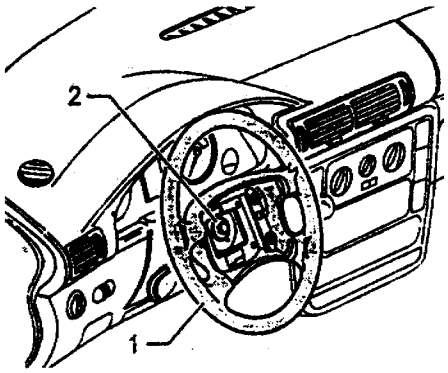

图 6－15
(1) 拆卸组合仪表
①拆卸驾驶员侧的气囊装置。如图 6－15 所示。拧开六角螺栓（60N·m）2（每次拆卸后更换）。把方向盘 1 放在中间位置上（车轮放正）。从转向柱中拔出方向盘。